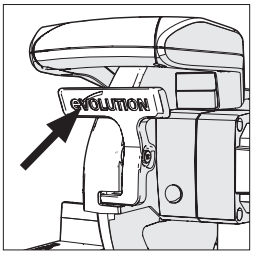

Fig. 18
- Appuyez sur le levier de verrouillage de la garde inférieure pour libérer la tête de coupe. **(Fig. 18)**